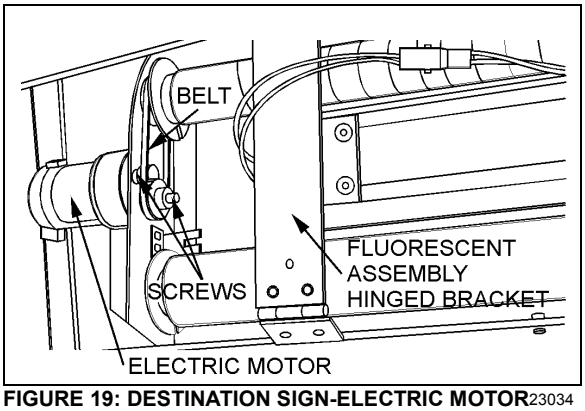

FIGURE 19: DESTINATION SIGN-ELECTRIC MOTOR 23034
1. Remove both screws retaining motor to destination sign frame (Fig. 19).